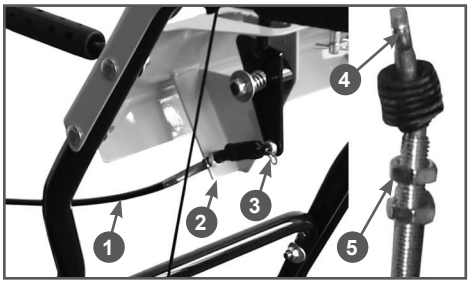

Рис. 15 Установка троса управления дефлектором
9. Подключите трос управления дефлектором к рычагу управления дефлектором (только для ST661). Смажьте наконечник троса 4 и ось 3 рычага управления дефлектором многоцелевой консистентной смазкой CHAMPION EP-0. Установите наконечник троса 4 на ось 3 рычага управления дефлектором и закрепите его шплинтом (Рис. 15). Концы шплинта разогните. Вставьте оболочку троса в кронштейн 2 панели и затяните гайки 5 (Рис. 15). Проверьте управление дефлектором. При перемещении рычага управления дефлектором назад до упора дефлектор должен полностью открываться. При необходимости, с помощью гаек 5 произведите регулировку троса.